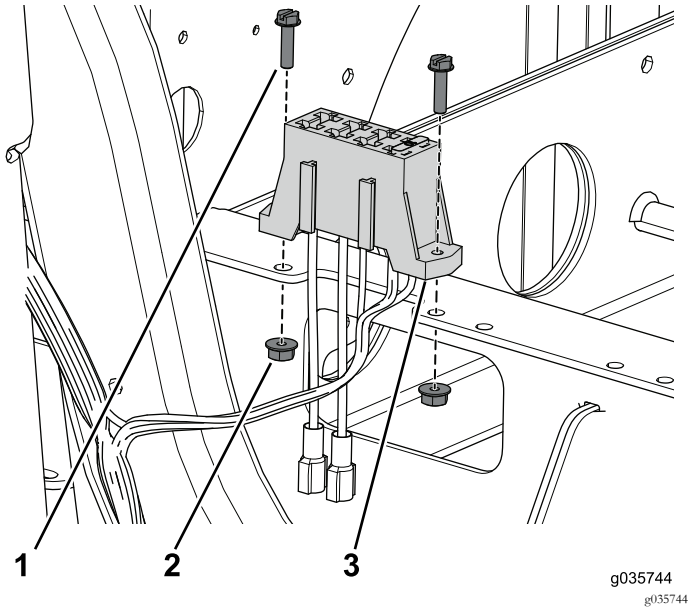

Figure 83
3. Utilisez les 2 vis et écrous qui fixent la boîte à fusibles au support de batterie avant (Figure 83).